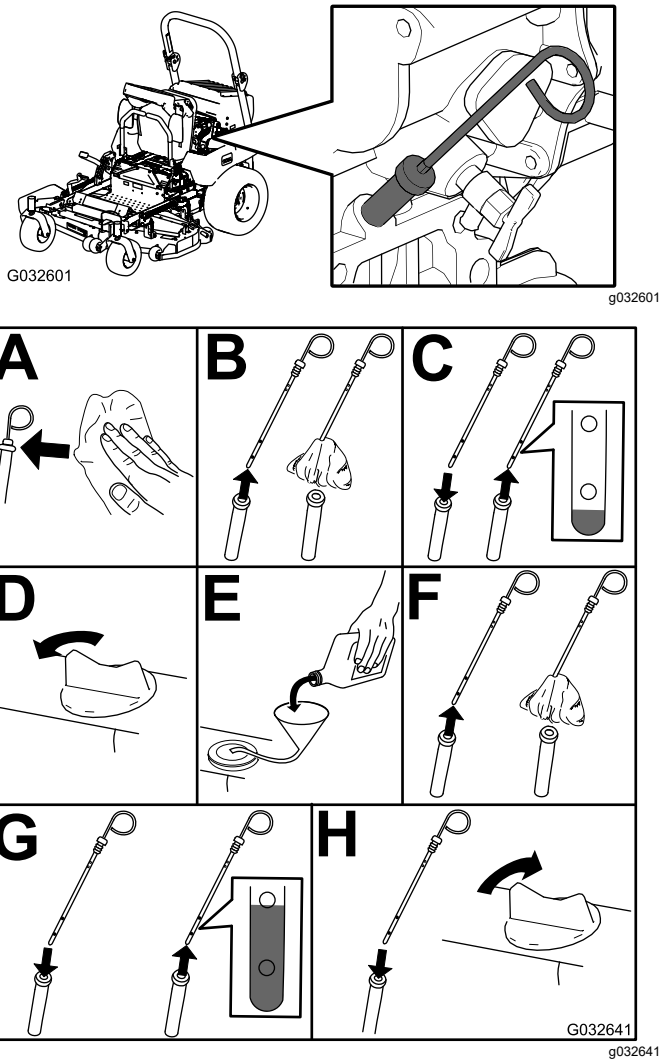

Rysunek 57
3. Sprawdź poziom oleju w silniku (Rysunek 57).